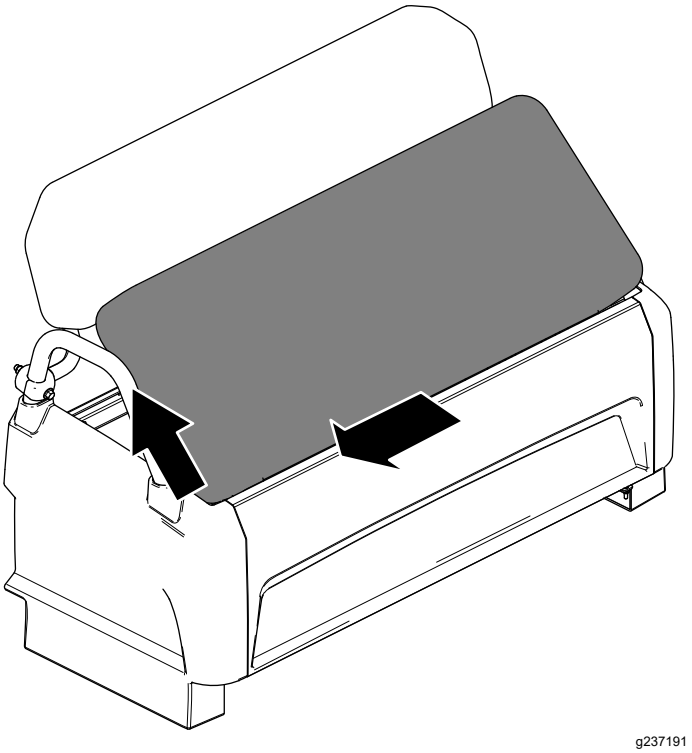

Figura 29
2. Deslice el cojín hacia un lado para liberarlo de los pasadores y levante el cojín (Figura 29).